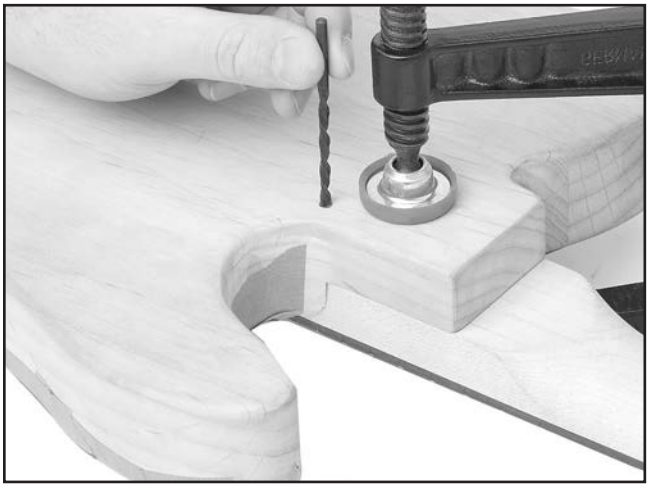

Figure 8. Making a pilot hole in the neck.
4. Insert a ⅛" drill bit into a neck hole (see **Figure 8**). While pressing down slightly, twist the drill bit by hand to make a pilot hole.